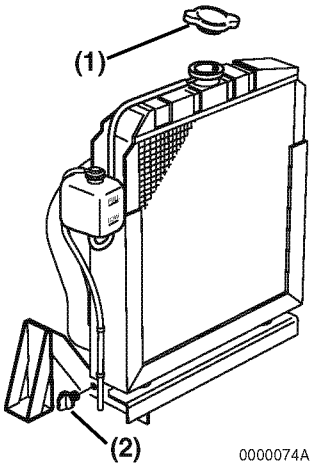

Figure 5-16
2. Remove the radiator cap **(Figure 5-16, (1))**.
3. Remove the drain plug or open the drain cock **(Figure 5-16, (2))** at the lower portion of the radiator and drain the engine coolant.